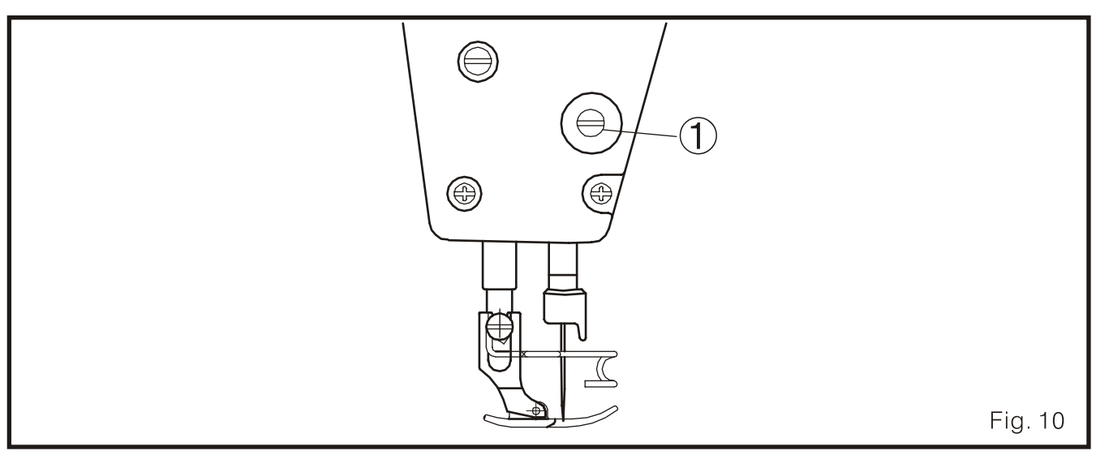

Fig. 10
1. Afloje el tornillo 1, y ajuste la altura y le ángulo del pie prénsatelas. (Fig. 10)